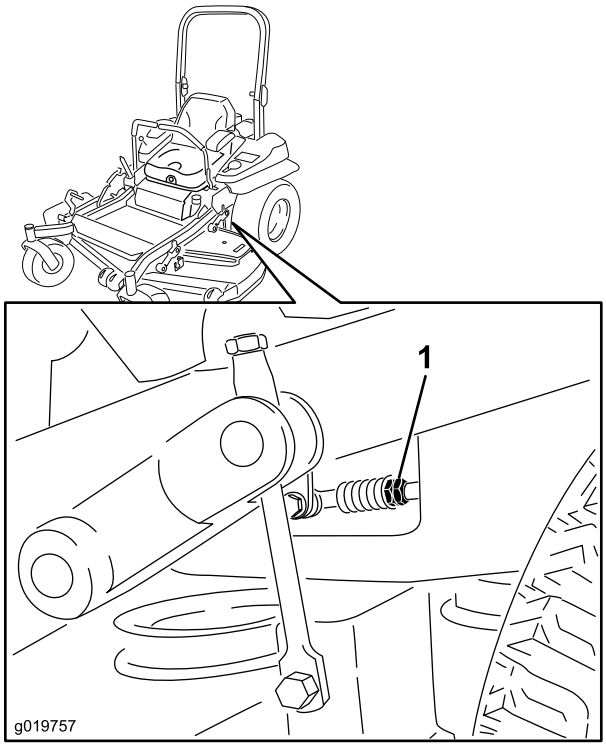

**Figur 79**
7. Flyt bevægelseshåndtagene ind til neutralposition. Juster pumpekontrolstangens længder ved at dreje dobbeltmøtrikkerne på stangen i den relevante retning, indtil hjulene kryber en smule i bakgear (Figur 79). Flyt bevægelseshåndtagene til bakpositionen, mens der påføres et let tryk på håndtaget, så omstyringsindikatorfjedrene bringer håndtagene tilbage til neutral position. Hjulene skal holde op med at dreje eller krybe en smule i bakgear.